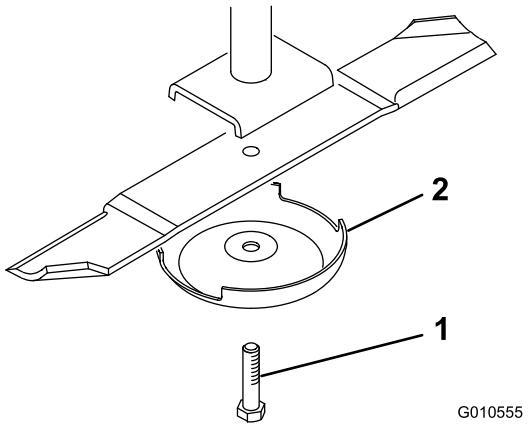

Bild 6
1. Fassen Sie das Ende des Messers mit einem stark wattierten Handschuh an. Entfernen Sie die Messerschraube, die Antiskalpierschale und das Messer von der Spindelwelle (Bild 6).